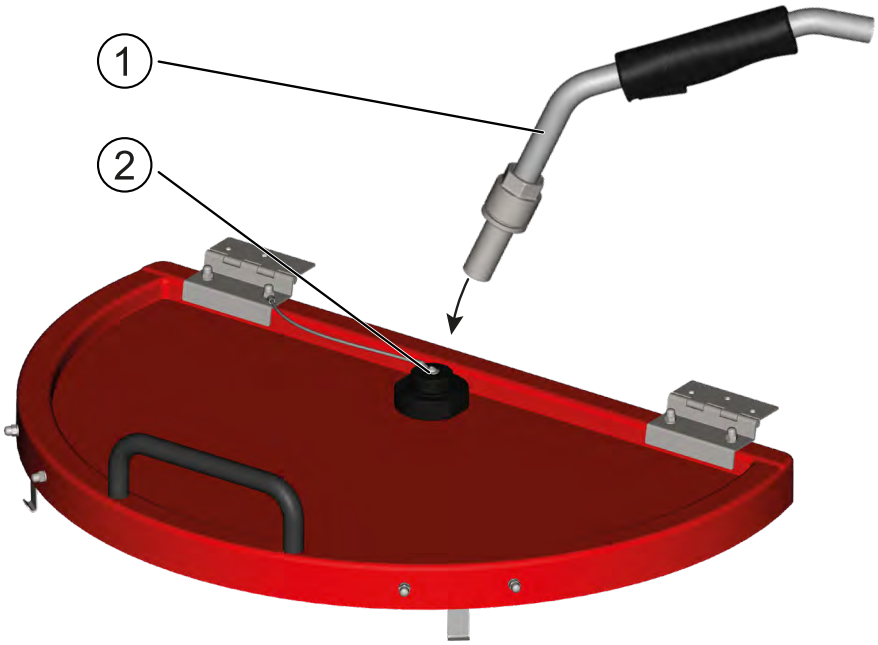

Imagen 27: Inserte la pistola dosificadora en la boquilla de limpieza
1. Retire los tapones de las boquillas de limpieza ② de la tapa.
2. Introduzca la pistola dosificadora ① en la apertura de la boquilla de limpieza (véase en Imagen 27: Inserte la pistola dosificadora en la boquilla de limpieza en la página 51).